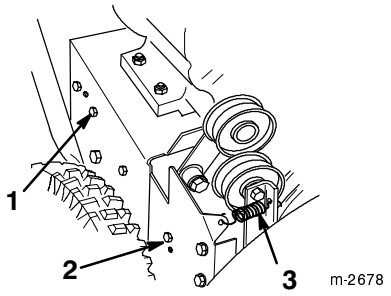

Figur 26
3. Lossa bromsarmen till matarskruven genom att lossa den bakre skruven och skruva bort den främre skruven (figur 26).
4. Ta bort fjädern till mellanskivan (figur 26). Låt bromsarmen hänga löst men samtidigt ur vägen.
3. Lossa bromsarmen till matarskruven genom att lossa den bakre skruven och skruva bort den främre skruven som fäster bromsarmen för matarskruven till ramen (figur 26).